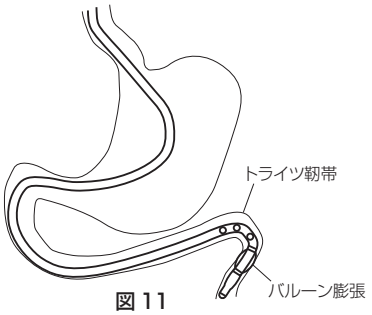

図 11
13. 本品の先端誘導部およびバルーンがトライツ靭帯部を通過したら、バルーンを滅菌蒸留水により膨張させる。注入量は30 mLを超えてはならない。またダブルバルーンタイプの場合は前バルーンを膨張させる（**図11**）。